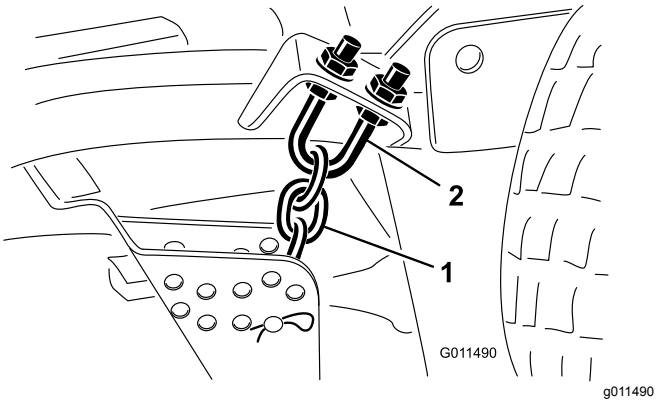

Figur 104
1. Lossa kontramuttrarna överst eller underst på klipphöjdskedjans U-bult (Figur 104).